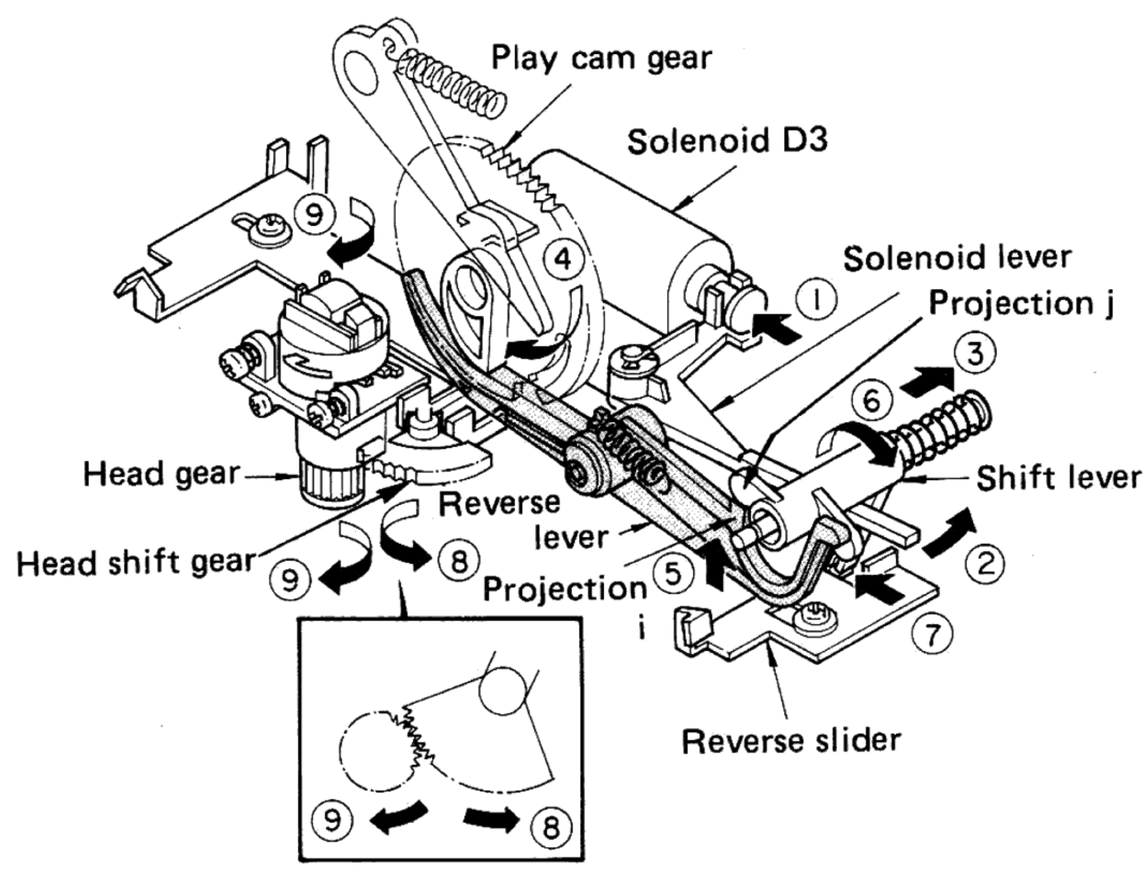

Fig. 10 Switching from FORWARD to REVERSE
(1) When the REVERSE/PLAY button is pressed solenoid D3 is actuated and pulls the solenoid lever (①).
(2) The solenoid lever rotates in the direction shown by the arrow (②) and the shift lever is moved by the solenoid lever in the direction shown by the arrow (③).
(3) In PLAY operation, the play cam gear rotates (④) and the cam rotates the reverse lever in the direction shown by the arrow (⑤).
(4) Projection i of the reverse lever comes into contact with projection j of the shift lever (⑥), and the shift lever is rotated in the direction shown by the arrow (6). The reverse slider then slides in the direction shown by the arrow (⑦).
(5) The head shift gear and head gear are rotated by the reverse slider and the REC/PLAY head is rotated toward the REVERSE position. (⑧ and ⑨) (Fig. 10 shows the mechanism after head rotation.)